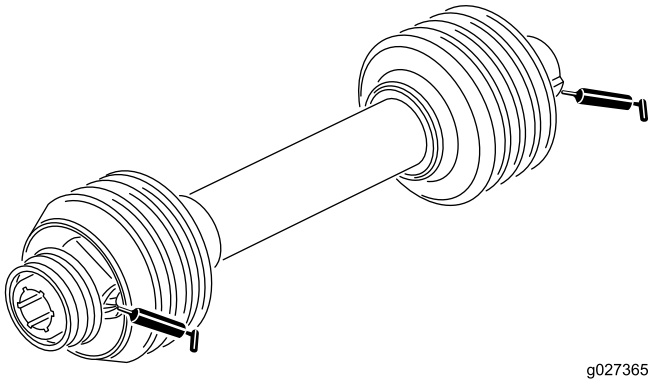

Figur 11
2. Smörj nipplarna på fläktaxellagren så som visas i Figur 11 med fett nr 2 på litiumbas.
Smörj de två nipplarna på drivaxellagren så som visas i Figur 11 med fett nr 2 på litiumbas.